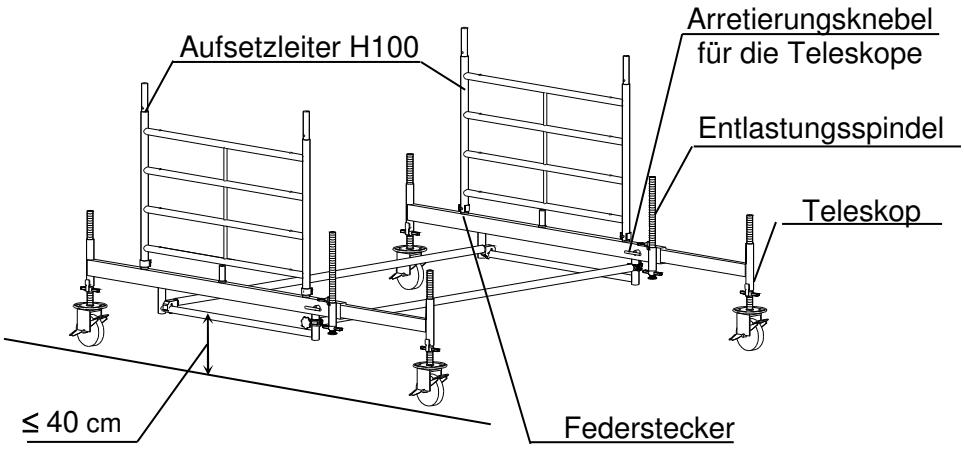

Bild 6: Grundeinheit mit Teleskop-Fahrbalken L228
Sollen die Teleskope bei aufgebautem Gerüst verstellt werden, sind die Entlastungsspindeln herunterzudrehen. Die Arretierung der Teleskoparme erfolgt mit dem seitlich angebrachten Knebel. (siehe Bild 6)
- Aufstellen der Grundeinheit, wandseitiger Aufbau (Bild 6 bis 8)